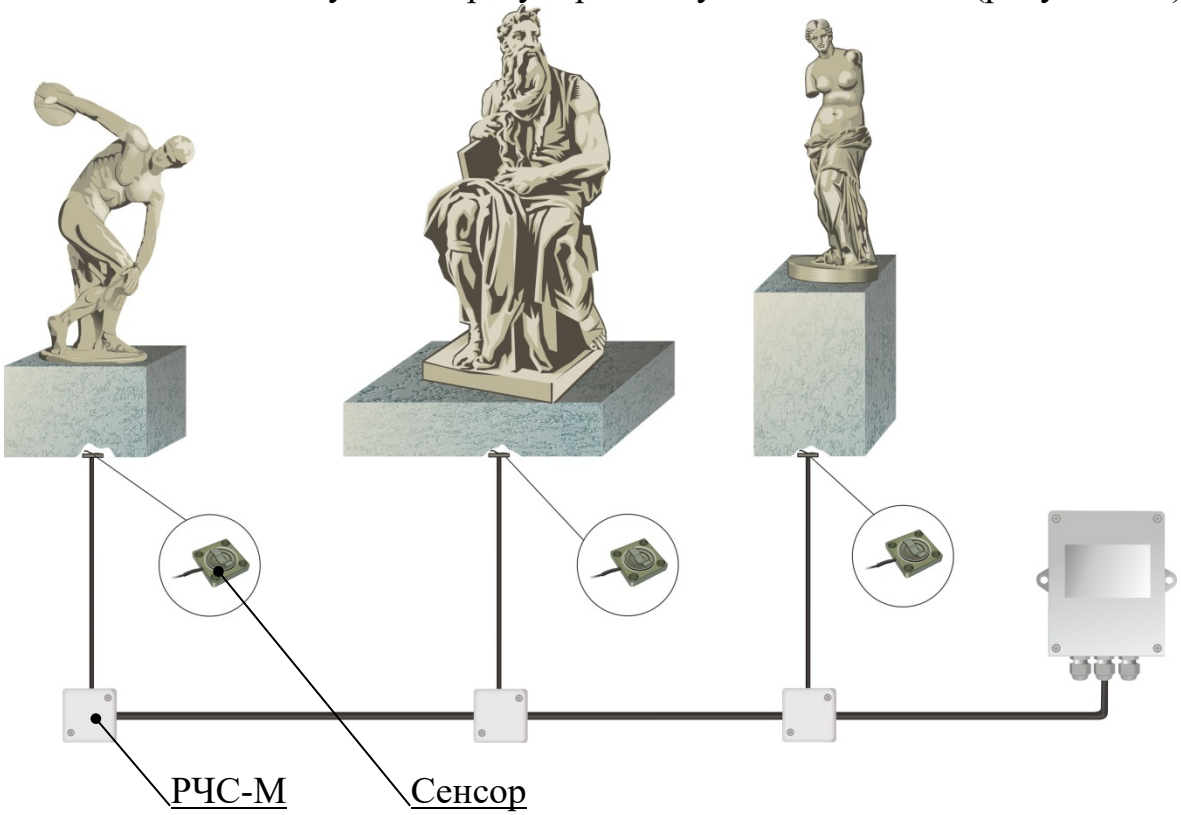

Рисунок 2.7
2.2.4.4 Оборудование охранной сигнализацией группы отдельных предметов, не объединенных единой поверхностью, осуществляется оборудованием каждого предмета отдельным сенсором с использованием РЧС-М для индивидуальной регулировки чувствительности (рисунок 2.7).